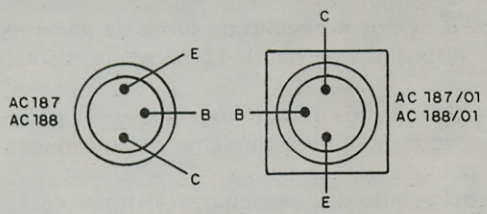

FIGURA 14
d) Você pode agora soldar os demais transistores, começando com os BC548, no caso 3. Veja que um deles funciona como diodo, tendo dois terminais unidos na montagem em ponte. Em todos os casos, a posição dos transistores, conforme as figuras deve ser observada para que o aparelho funcione normalmente. Para soldar os transistores de potência, observe em primeiro lugar qual é o NPN e o PNP, ou seja, identifique cada um deles, pois se houver inversão o amplificador de áudio não funcionará e nenhum som será obtido no alto-falante. Caso usar o par complementar AC188 e AC187 cujos invólucros diferem dos BD e TIP, procure saber qual é o coletor, base e emissor desses transistores. (figura 14).